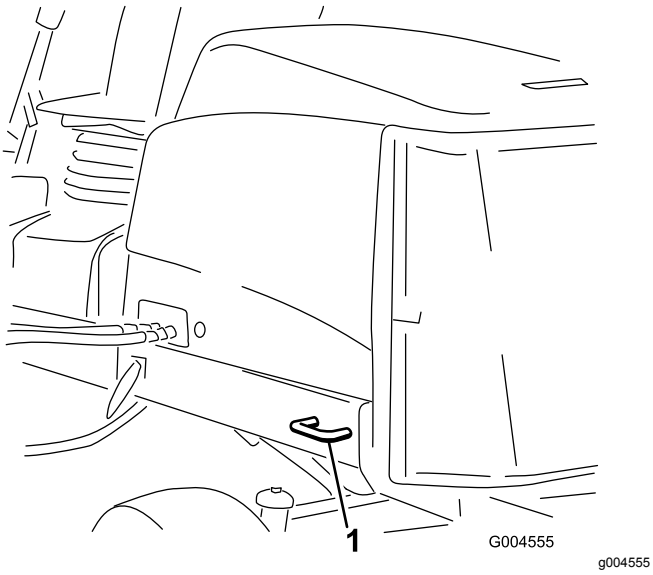

Figur 24
- **Maskinens bagende** – på begge sider af maskinen på bagstellet (Figur 24).